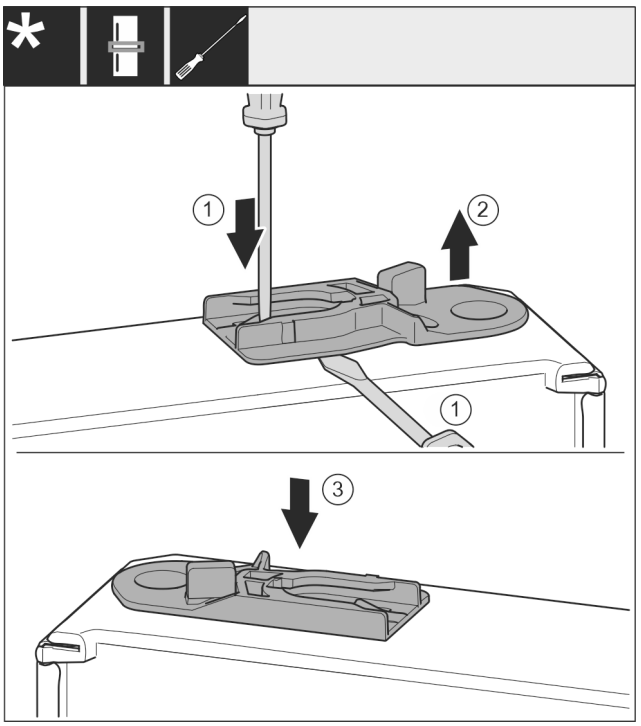

Fig. 26
▶ Vytáhněte vodicí pouzdro: Stiskněte jazýček *Fig. 26 (1)* šroubovákem a současně plochým šroubovákem zajeďte pod vodicí pouzdro *Fig. 26 (2)*.
▶ Vodicí pouzdro *Fig. 26 (3)* přiložené v příslušenství zasuňte na druhé straně pláště.